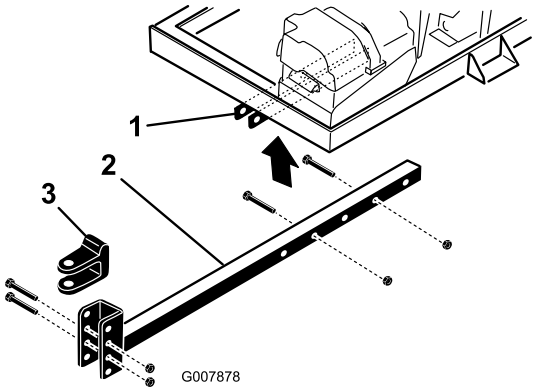

Figur 5
2. Sæt røret til bugsertrækket i stelbeslagene (Figur 5). Fastgør røret til stellet med to bolte (3/8 x 3 tommer) og flangemøtrikker (3/8 tomme).
- Fjern de bolte og låsemøtrikker, der fastgør bugsertrækkets gaffelbolt (Figur 5) til bugsertrækkets rør.
- Fjern de bolte og møtrikker, der fastgør bugsertrækkets rør til stelbeslagene (Figur 5).